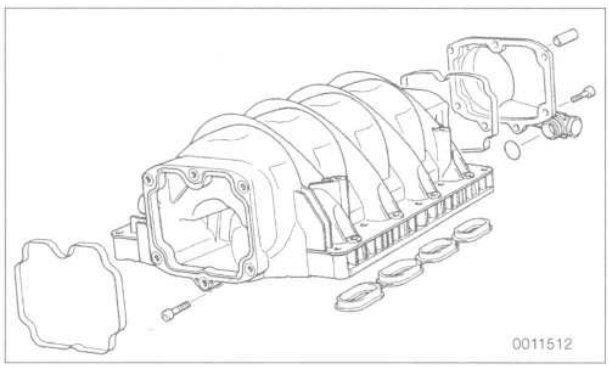

Fig. 49. Crankcase ventilation pressure regulating valve cover at rear of intake manifold (**arrow**).
- Remove cover from rear of intake manifold. See Fig. 49.